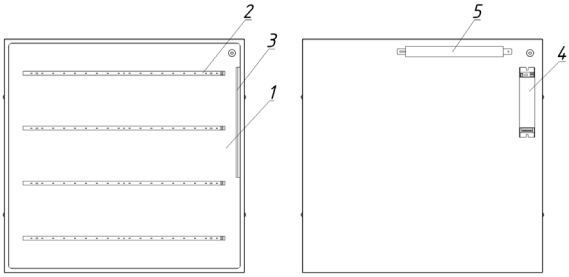

Рисунок 1 — Конструкция автономного аварийного светильника Geniled Грильято 588x588.
3.2. Светильник Geniled Грильято состоит из основных частей (см. рисунок 1):